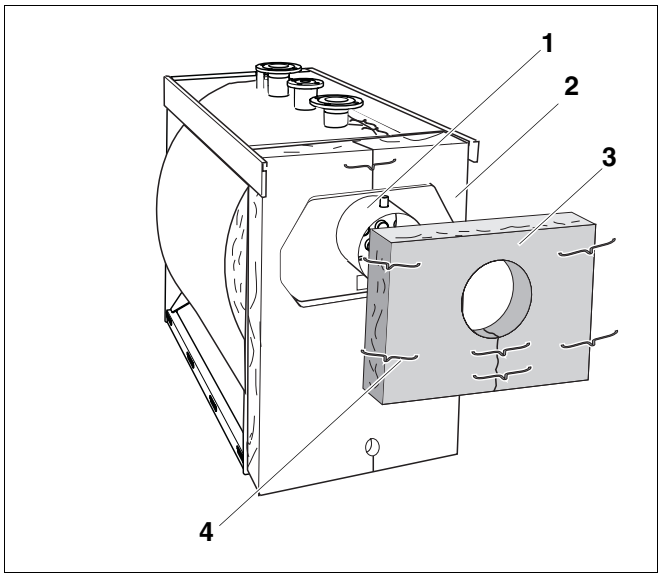

Rys. 25 Montaż izolacji cieplnej kolektora spalin
- Nałożyć izolację cieplną kolektora spalin (rys. 25, **poz. 3**) wycięciem na króciec spalinowy (rys. 25, **poz. 1**).
- Przymocować izolację cieplną kolektora spalin (rys. 25, **poz. 3**) przy pomocy klamer (rys. 25, **poz. 4**) do izolacji cieplnej korpusu kotła (rys. 25, **poz. 2**).